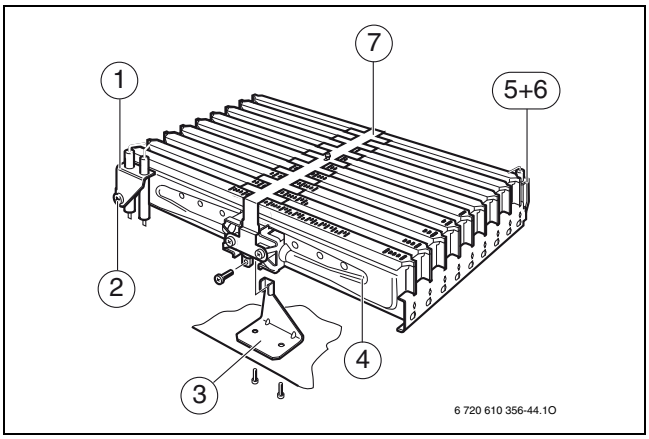

Bild 31 Baugruppe Brenner
- Steckverbinder an den Zündelektroden vorsichtig abziehen (→ Bild 31, [1]).